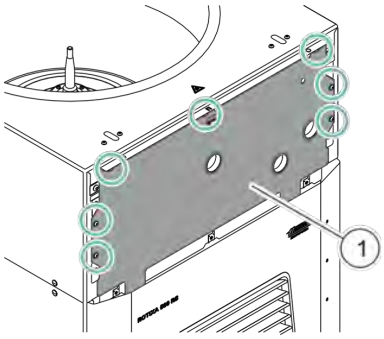

Fig. 54: Protective plate
3. Loosen the 7 internal hexalobular screws (T15) (*Fig. 54*) and remove the dark-grey protective plate (*Fig. 54*/1) behind the front faceplate.